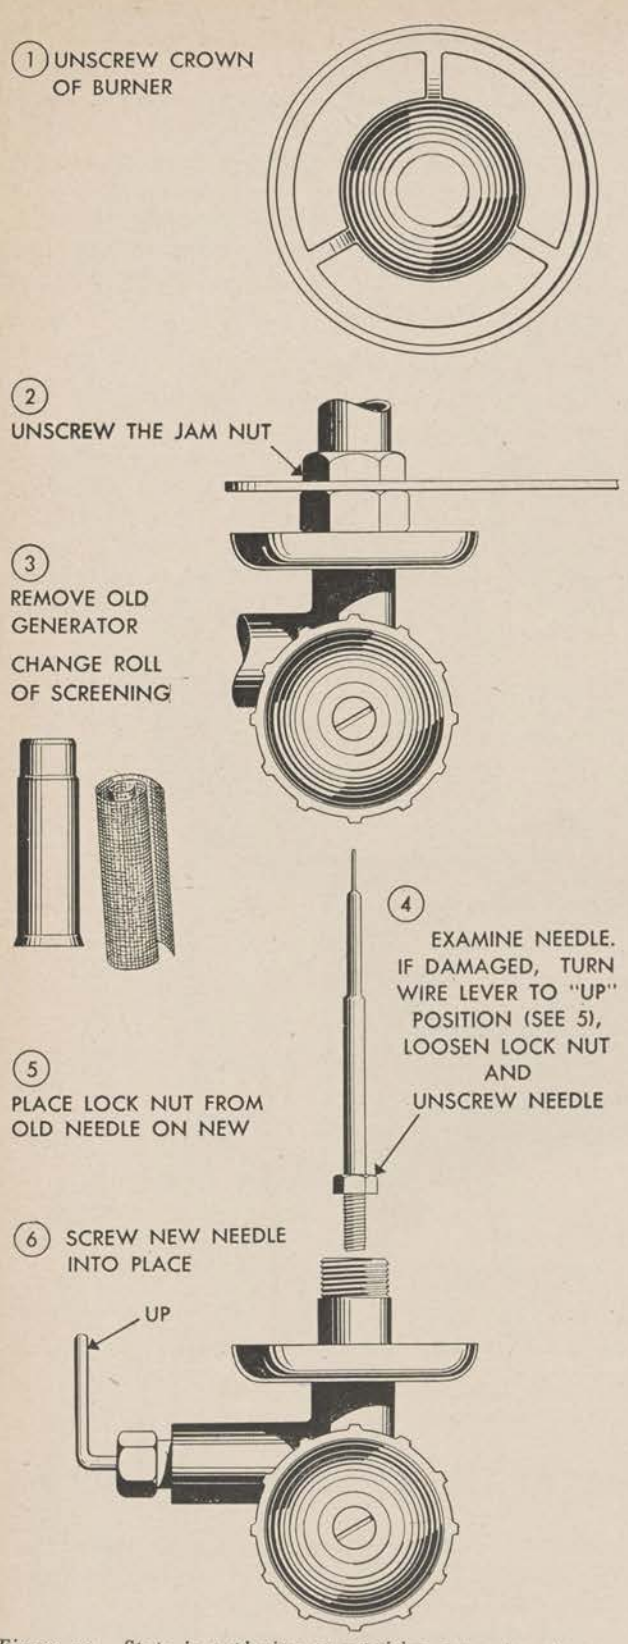

Figure 10. Steps in replacing or repairing generator, stove, cooking, gasoline, M1941, one-burner.
8. How to Make Repairs (see fig. 10)